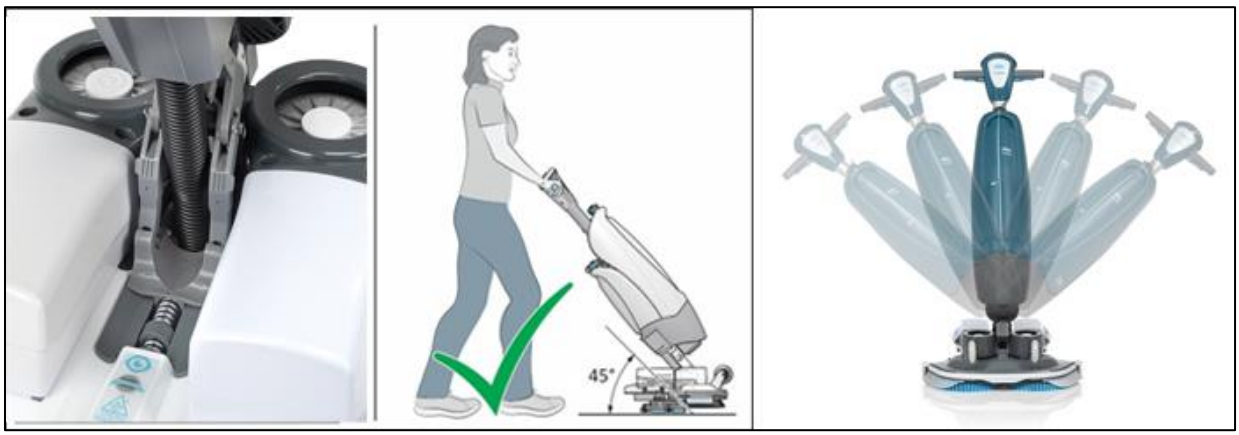

Abbildung 19
10. Der i-balancer. (Abbildung 19)